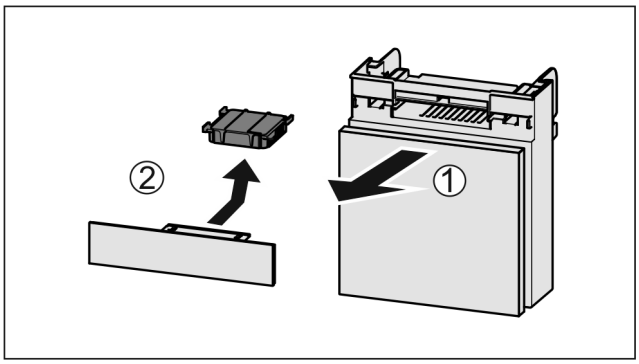

Fig. 169
▶ Zásuvku vytáhněte dopředu *Fig. 169 (1)*.
▶ Filtr s aktivním uhlím vyjměte *Fig. 169 (2)*.